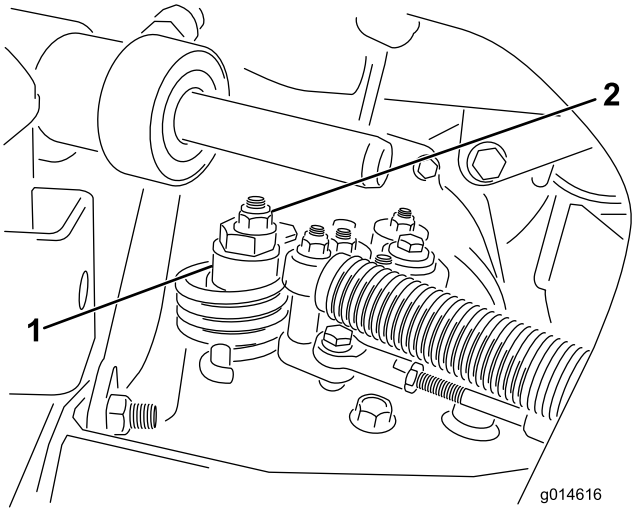

**Figur 48**
A. Løsn møtrikken, der fastgør den excentriske bolt til den øverste del af hydrostaten (Figur 48).
C. Drej den excentriske bolt, indtil der ikke forekommer krybning i nogen retning. Når hjulet holder op med at dreje, skal den møtrik, der låser den excentriske bolt og justeringen, tilspændes (Figur 48). Kontroller indstillingen med gashåndtaget i positionerne langsom og hurtig.